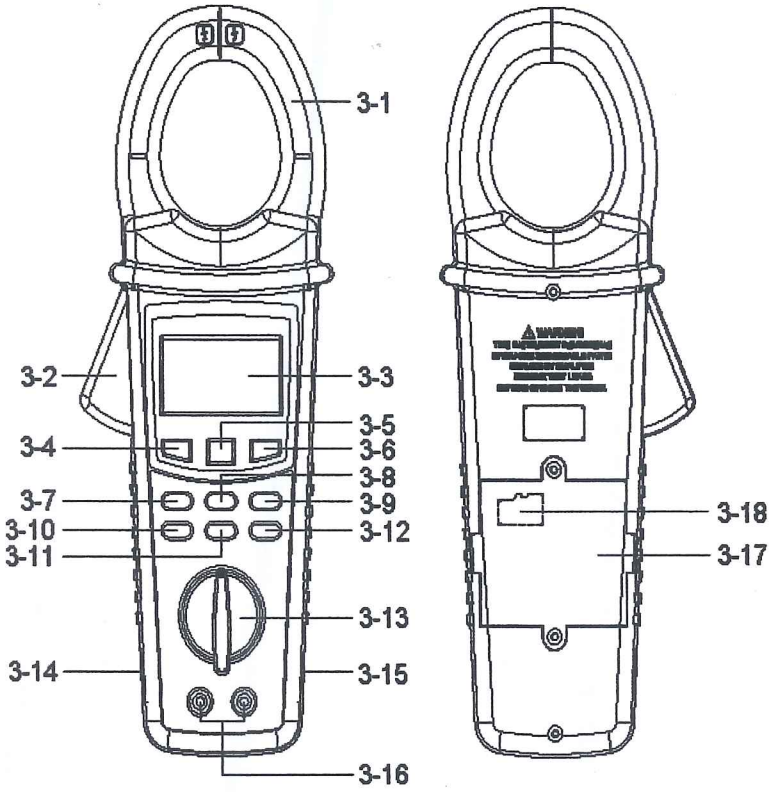

Fig.1
1) Function Rotary switch(3-13,Fig.1):Select the measurement function rotary switch.
2) FUNC KEY (3-4,Fig.1): Press the key to select the screen display.
3) HOLD KEY (3-5,Fig.1): Press the key to freeze the display reading.
4) REC KEY (3-6,Fig.1): The data record key for Sd Card.
5) SETUP(ENTER) KEY (3-7,Fig.1): Press the key to setup the function before measuring or select function input determine.
6) EXIT(✱) KEY (3-9,Fig.1): Press the key to exit setting screen or measurement screen LCD backlight key .
7) ▲ KEY (3-8,Fig.1): Press the key to move the cursor up in setting screen.
8) ▼ KEY (3-11,Fig.1): Press the key to move the cursor down in setting screen.
9) ◄ KEY (3-10,Fig.1): Press the key to move the cursor left in setting screen or harmonic analysis left Key.
10) ► KEY (3-12,Fig.1): Press the key to move the cursor right in setting screen or harmonic analysis right Key.